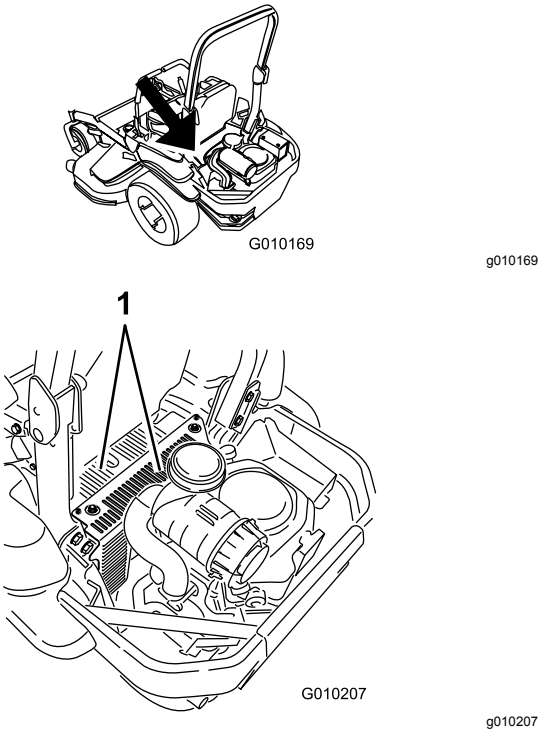

Figuur 68
5. Verwijder vuil en gras van de schermen van de hydraulische eenheid (Figuur 68).